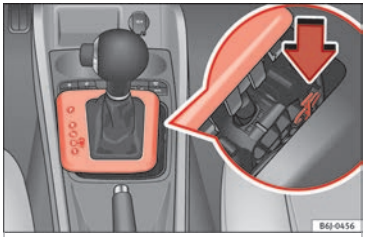

Fig. 169 Manual release of the selector lever.
– Press the yellow plastic part with your finger in the direction indicated by the arrow ››› Fig. 169.